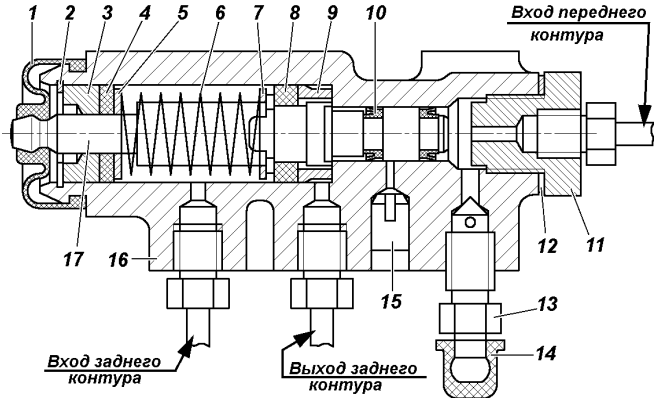

Рис. 9.32. Регулятор давления:
Регулятор давления. На автомобилях, не оснащенных антиблокировочной ситемой тормозов, устанавливается механический регулятор давления, действующий на задние тормоза (рис. 9.32), который обеспечивает оптимальное распределение тормозных сил по осям автомобиля и не допускает опережающую блокировку задних колес. При обслуживании проверяйте работоспособность регулятора давления. Очищайте регулятор от грязи и проверяйте надежность его крепления. Внешним осмотром убедитесь, что регулятор и детали его привода не имеют повреждений, отсутствуют подтекания тормозной жидкости и люфты в соединении стойки с упругим рычагом и кронштейном на заднем мосту.
При нажатии на педаль тормоза поршень17 (рис. 9.32) регулятора давления должен выдвинуться из корпуса на 1,7 - 2,3 мм. Отсутствие хода поршня, а также его недостаточный или чрезмерный ход свидетельствует о неисправности регулятора или его привода.
3. Заверните болт 4 (рис. 9.33) до соприкосновения его с хвостовиком поршня 17 (см. рис. 9.32) регулятора.